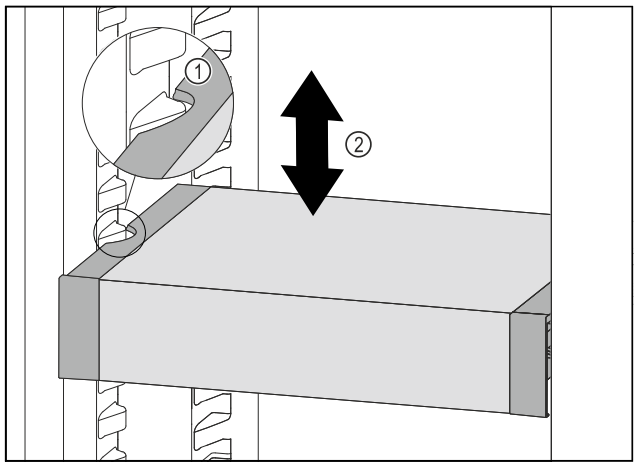

Fig. 143
▶ VarioSafe naar voren trekken tot de uitsparingen aan de zijkant van de VarioSafe zich ter hoogte van de rib in het koelgedeelte bevinden. *Fig. 143 (1)*
▶ VarioSafe in het koelgedeelte omhoog of omlaag bewegen tot de gewenste hoogte is bereikt. *Fig. 143 (2)*